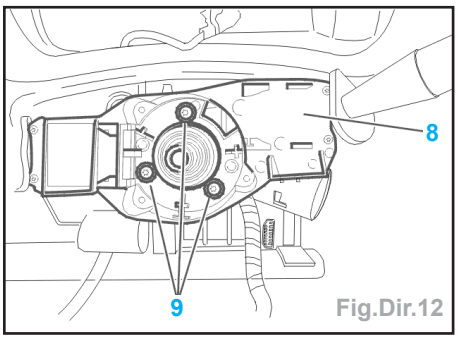
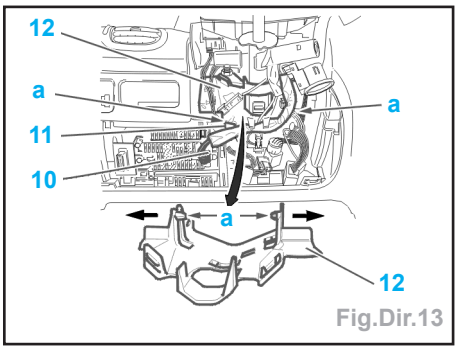

Fig.Dir.12
Fig.Dir.13
• les vis (9) (Fig.Dir.12),
• support combinateur (8).
- Débrancher les connecteurs (10), (11) (Fig.Dir.13).
- Dégager les faisceaux bridés sur le protecteur (12).
- Déclipper le protecteur (12) à sa partie inférieure (a).
- Déposer le protecteur (12).